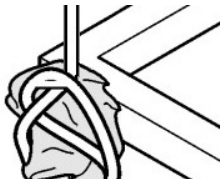

fig. 5.3
4. If using metallic cables or chains also for slinging, remember during handling to protect painted and machined parts with cardboard, wood or cloths (*fig. 5.3*).